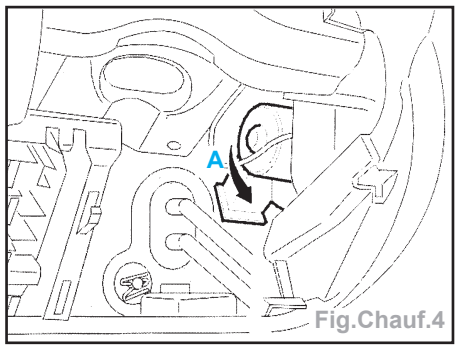

Fig.Chauf.4
- Faire pivoter le pulseur pour le déverrouiller de son logement du climatiseur dans le sens contraire des aiguilles d'une montre (Fig.Chauf.4).